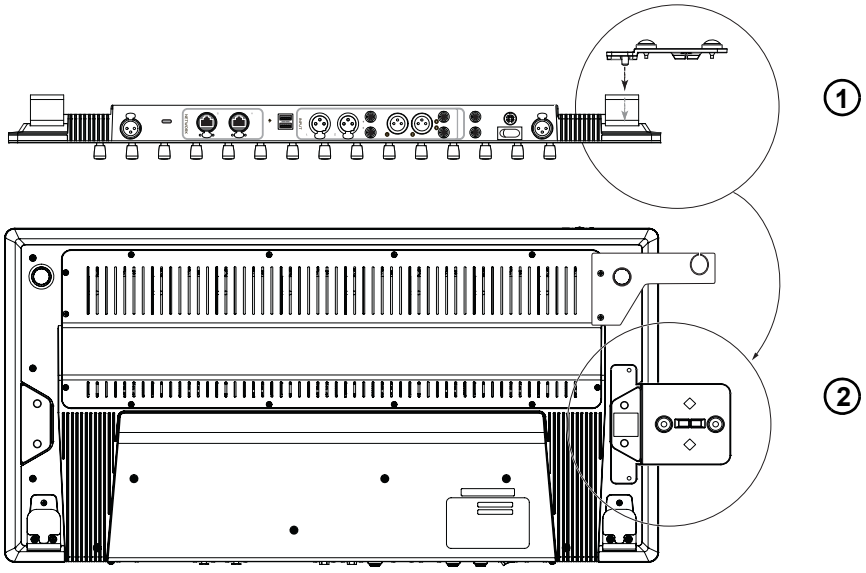

Figure 6. Attaching the Link Plate to S3
- Orient the Link Plate and align its pins with the holes in S3 as shown below (**1** in Figure 6), then place it against the underside of the S3 (**2** in Figure 6).